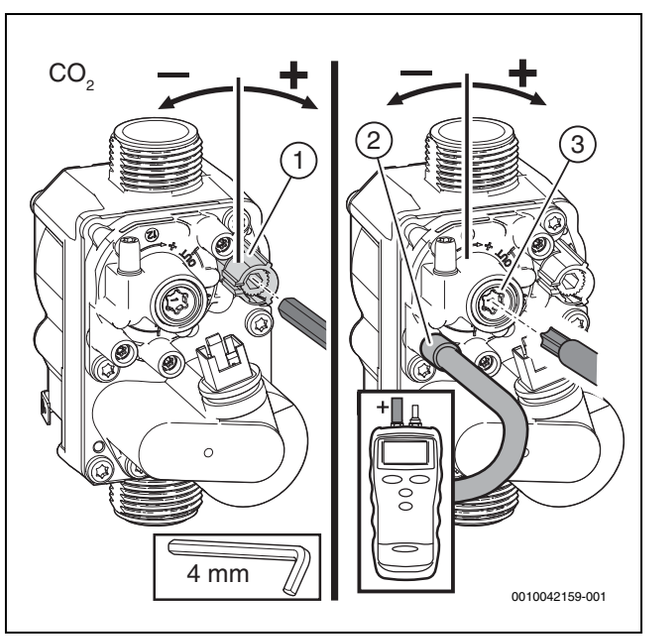

Bild 50 Einstellen der Gasarmatur
- ▶ CO_2- oder O_2-Gehalt für die maximale Nennwärmeleistung gemäß Tabelle 87 prüfen und ggf. nachstellen (→Seite 38, Bild 50).